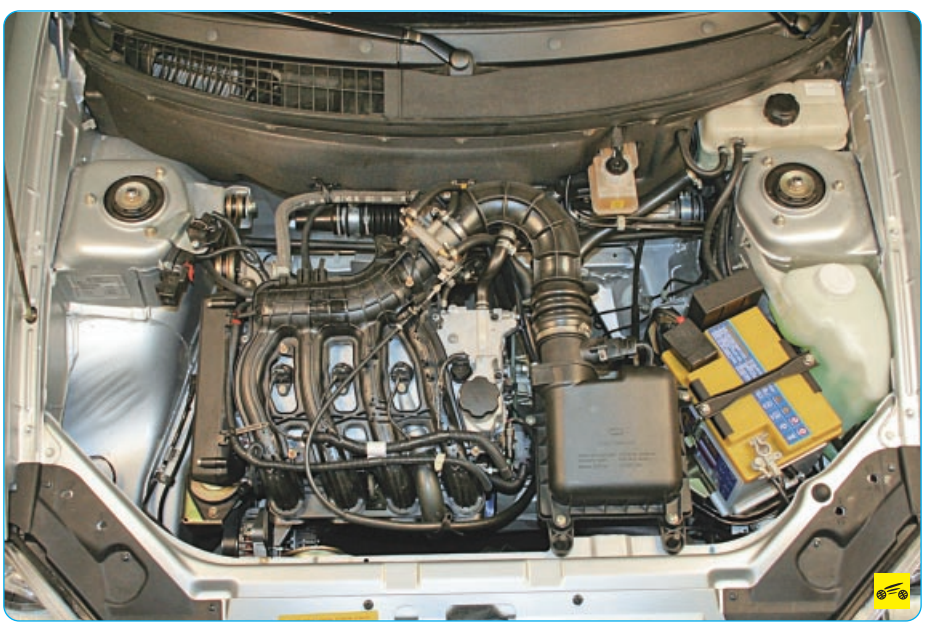

Рис. 3.1. Подкапотное пространство
7. Внимательно осмотрите двигатель и подкапотное пространство (рис. 3.1, декоративная крышка для наглядности снята). Обратите внимание на потеки бензина, масла, тормозной и охлаждающей жидкостей. Убедитесь в исправности электропроводки: проверьте отсутствие повреждений проводов, надежность соединения электрических разъемов датчиков системы впрыска, других узлов и деталей электрооборудования, затяжку клемм аккумуляторной батареи, стартера и генератора, проверьте надежность соединения электрических разъемов катушек зажигания.